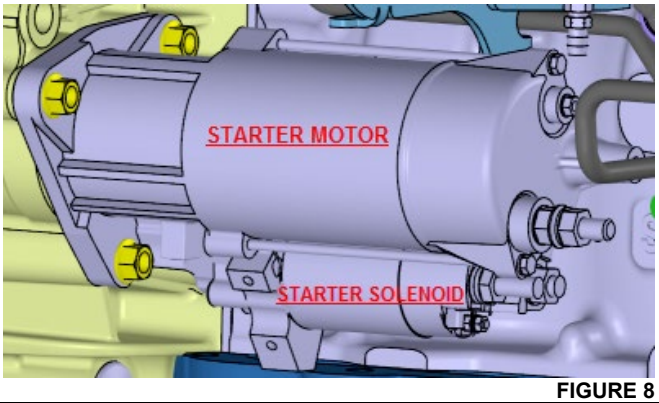

**FIGURE 8**
2. Install the replacement starter with the solenoid located on the underside of the starter motor as shown on **FIGURE 8**.